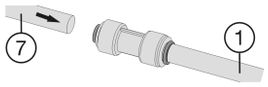

*Fig. 37*
▶ Conectar los tubos flexibles de prolongación suministrados *Fig. 37 (1)* con los tubos flexibles del aparato *Fig. 37 (7)*: introduzca los tubos flexibles del aparato en los empalmes hasta el tope (aprox. 25/32 " (20 mm)).